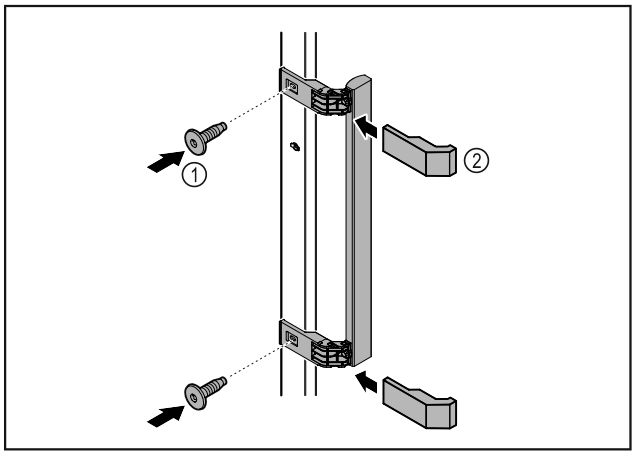

Fig. 48
- ▶ Atașați mânerul din pachetul de accesorii la ușă cu ajutorul șuruburilor incluse *Fig. 48 (1)*.
- ▶ Aplicați capacul *Fig. 48 (2)*.